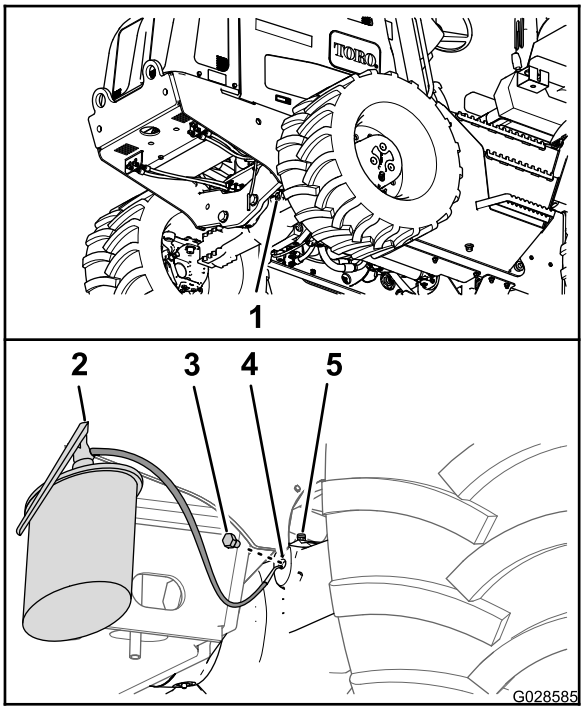
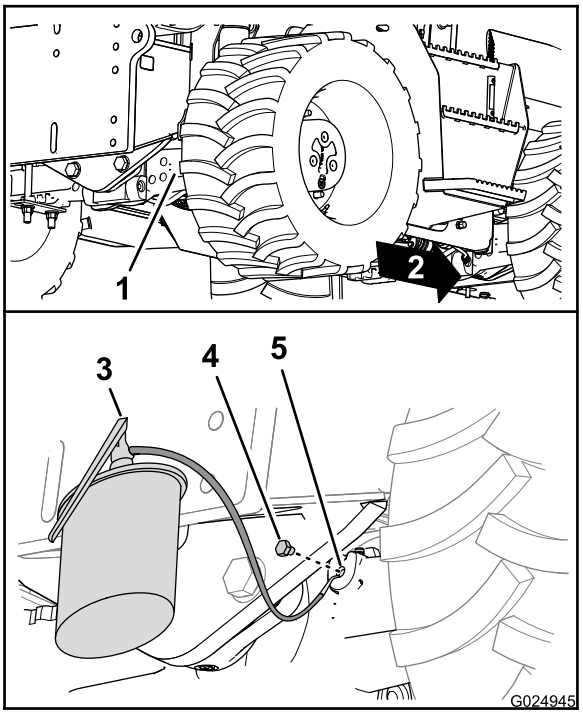

Рисунок 89
Рисунок 90
5. Установите пробки сливных отверстий в сливные отверстия картеров ведущих шестерен мостов (Рисунок 89 и Рисунок 90).
6. Залейте масло указанного типа в мосты через смотровые отверстия, пока масло не будет на уровне резьбы в нижней части отверстия (Рисунок 89 и Рисунок 90)..
8. Заверните пробки в смотровые отверстия картеров ведущих шестерен мостов (Рисунок 89 и Рисунок 90).